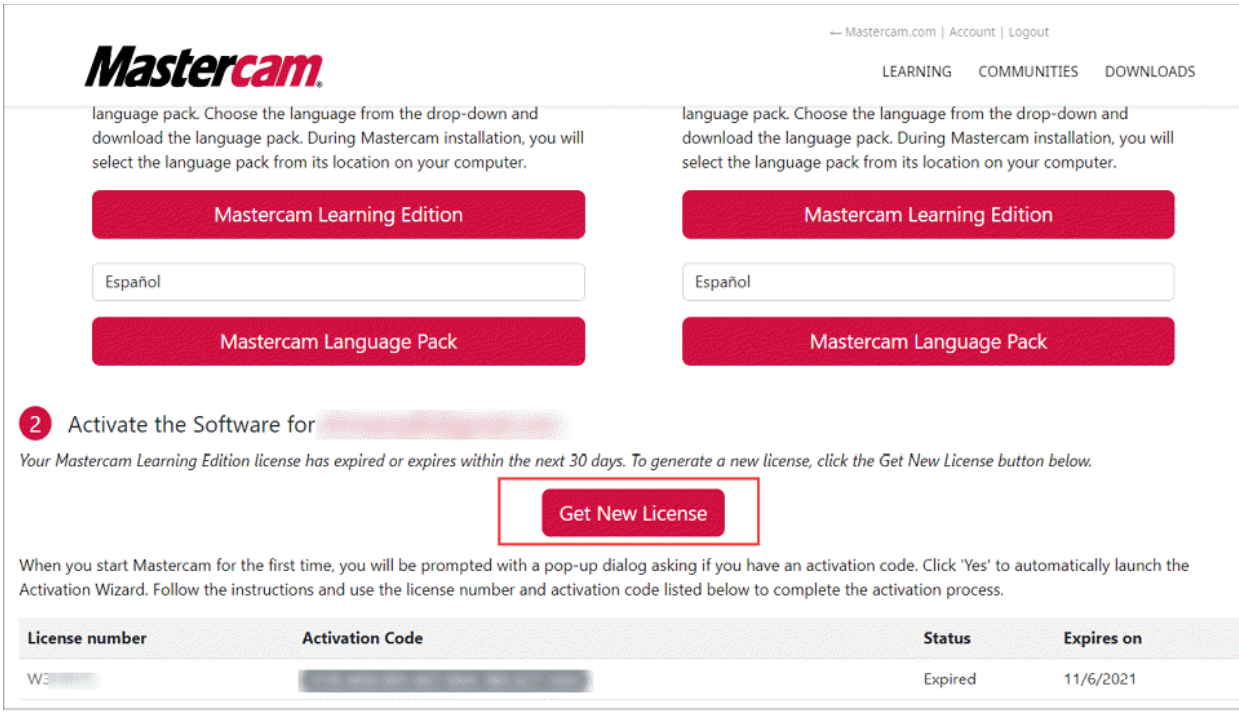

Figure-5. Get New License button
- If your earlier license has expired or will expire within 30 days then the **Get New License** button will be displayed on this page; refer to Figure-5.